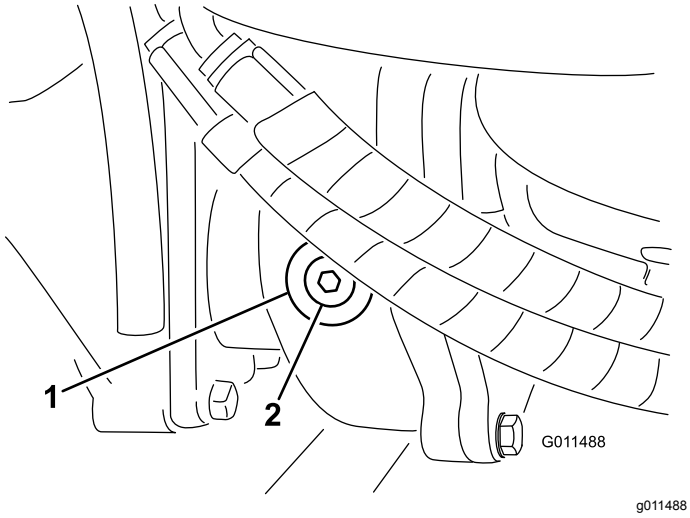

**Figur 17**
2. Fjern kontrol/påfyldningsproppen fra venstre side af gearkassen (Figur 17), og sørg for, at smøreoliestanden når op til bunden af hullet. Hvis oliestanden er lav, skal der hældes tilstrækkelig olie på, til at den når op til bunden af hullet.